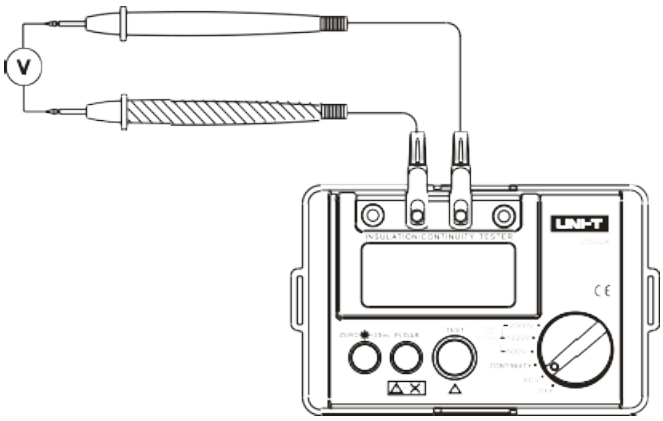

Рис.1
8. Замер напряжения переменного тока (см. рис.1)